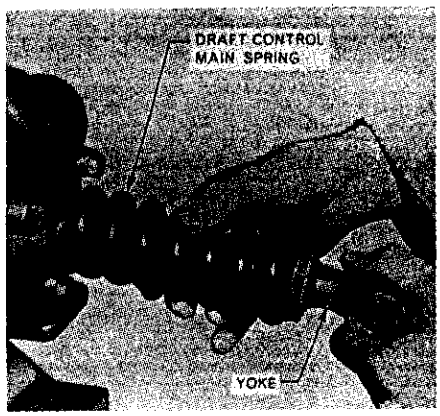

Fig. 378–Adjusting main draft control spring on model 2000 hydraulic system.
344. **MAIN DRAFT CONTROL SPRING.** On models 3000 and 4000, the main draft control spring assembly (Fig. 377) is designed for draft control of mounted implements with the top link under either tension or compression. Note: If draft control from top link tension is not desired on model 3000 or 4000, refer to Fig. 379 and install washer (W). On model 2000, draft control is obtained with top link under compression only; refer to Fig. 378.